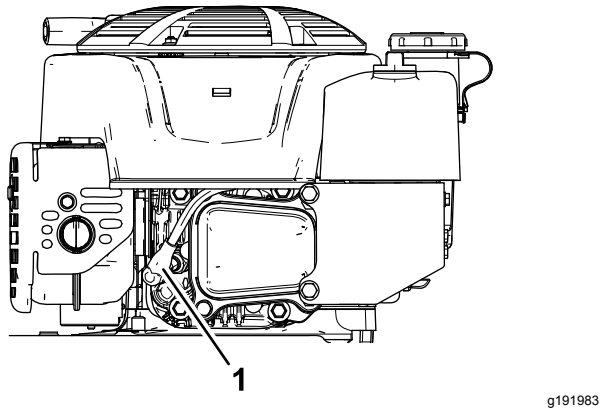

Figuur 30
2. Maak de bougiekabel los van de bougie (Figuur 30).